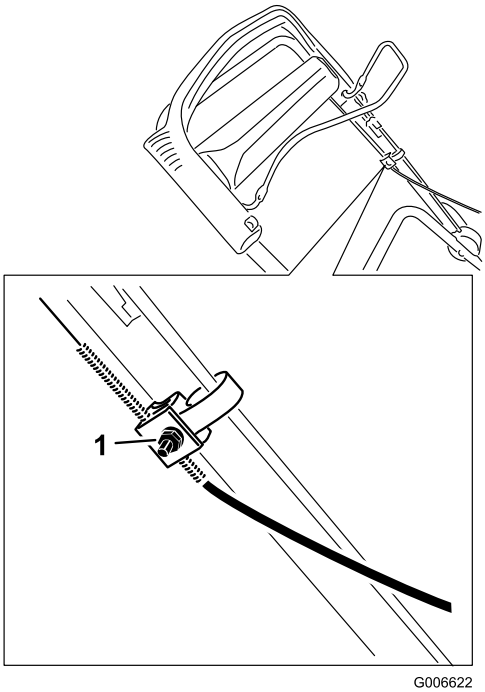

Figuur 28
3. Draai de moer op de kabelbevestiging los (Figuur 28).